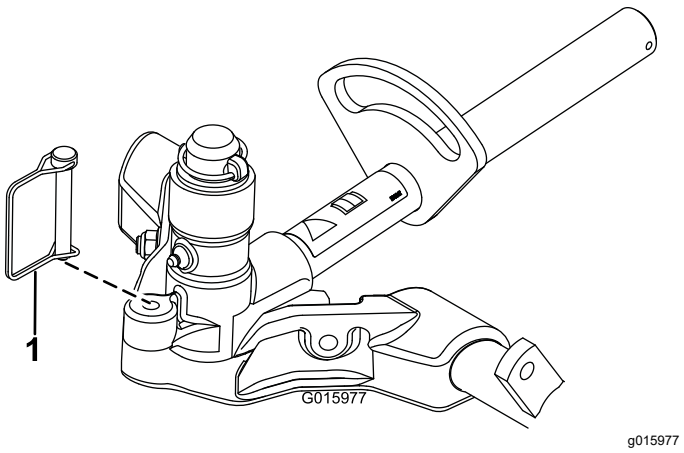

**Figur 17**
12. Fest dreiegaffelen til bærerammen med låsestiften (Figur 17) for å låse (feste) styringen på klippeenhetene.